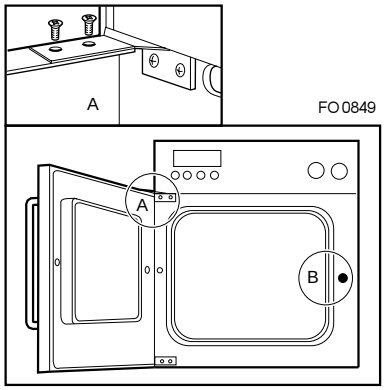

Fig. 9
- Fig. 9) Placer le four dans le meuble, ouvrir la porte, dévisser les vis supérieures de la charnière.